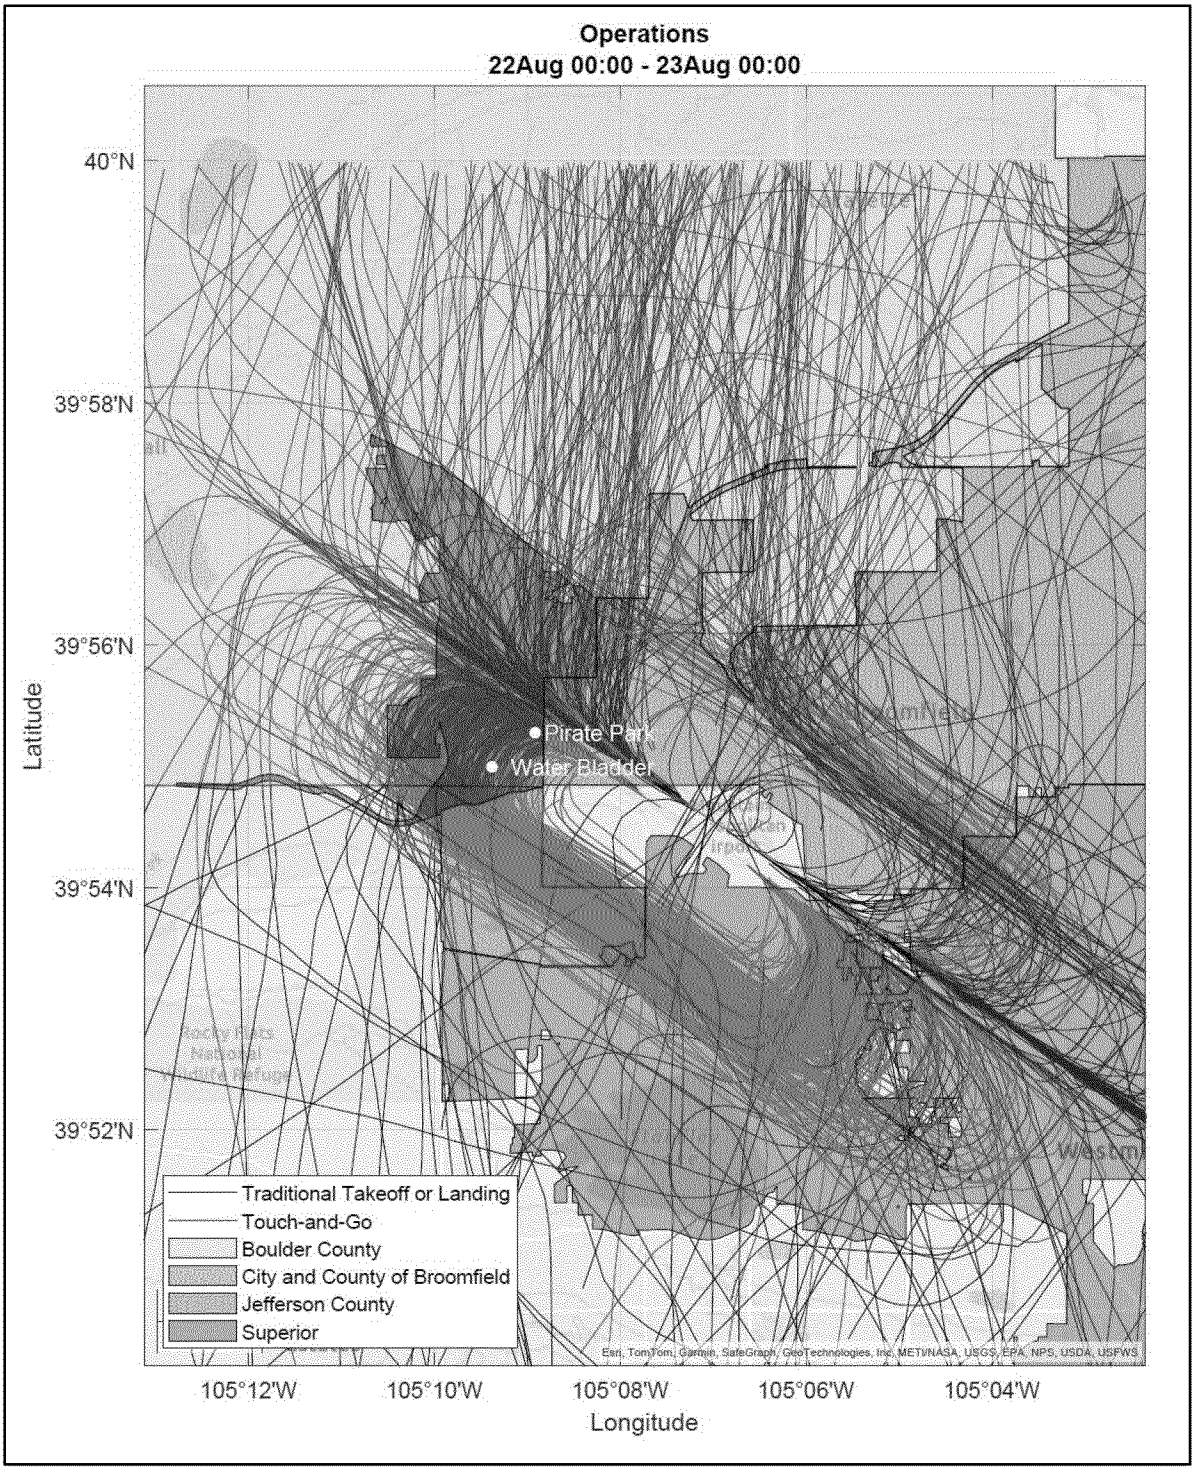

Figure 1 – Flight Paths on Median Day in August 2024 (708 Operations, 315 T&G)
- Figure 1 shows the flight paths on August 22, a day with total operations close to the median for the month. Note the concentration of T&G operations over the Town of Superior and Boulder County.
Aircraft flight paths are limited due to Denver International Airport airspace to the east and mountains to the west. This, along with prevailing wind patterns, pushes a majority of operations over the Town of Superior, as shown in Figures 1 and 4 (above).